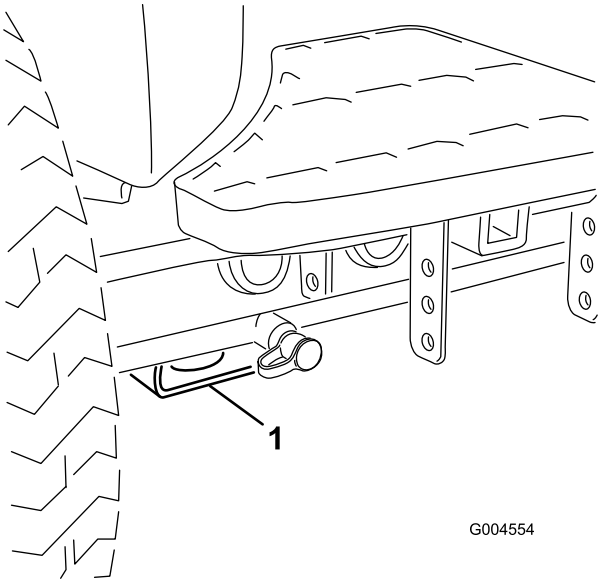

Figur 46
- Fram – fyrkantigt belägg under axelröret inuti båda framdäcken (Figur 46).